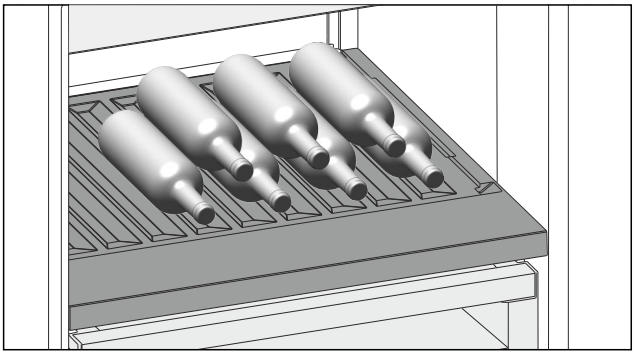

Fig. 210 Reprezentare exemplificatoare
▶ Introduceți sticlele cu fundul în spate, către peretele posterior. (vezi Fig. 210)